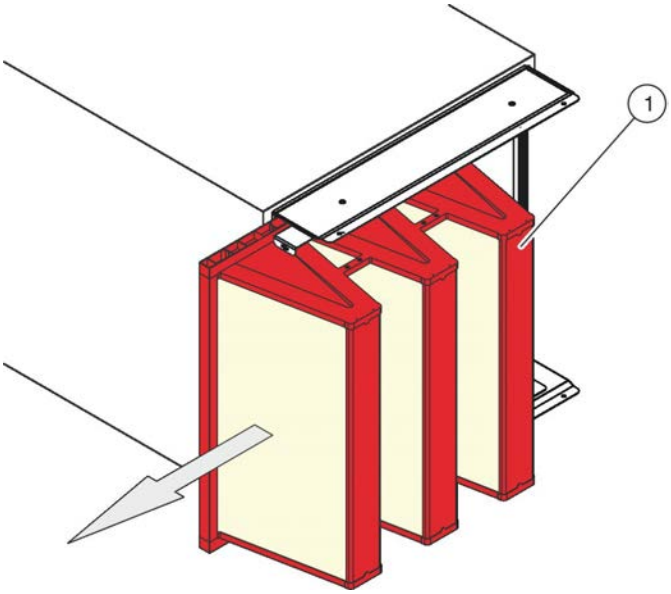

Fig. 60: Retrait de l'élément filtrant
5. ▸ Retirer l'élément filtrant (Voir la Fig. 60/1) latéralement.